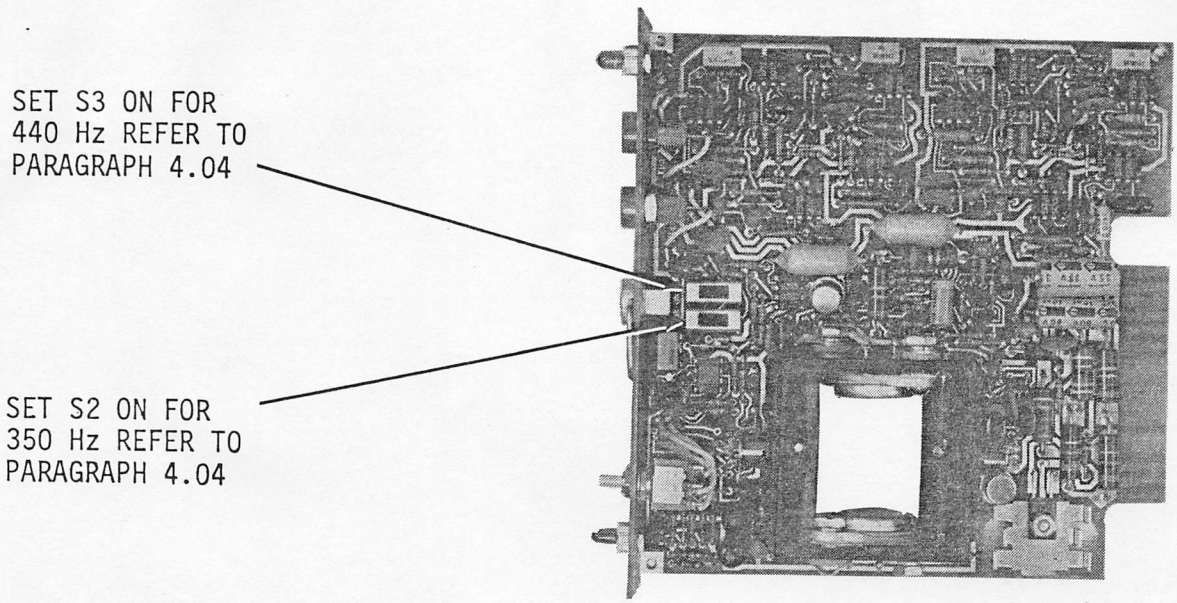

FIGURE 5 S2 AND S3 OPTION SWITCHES
4.04 Refer to figure 5. Set the option switches S2 and S3 on each Dial Tone Generator card to ON for both 350 and 440 Hz dial tone. If a 350 Hz dial tone is required, set S2 to ON and S3 to OFF. If a 440 Hz dial tone is required, set S2 to OFF and S3 to ON.